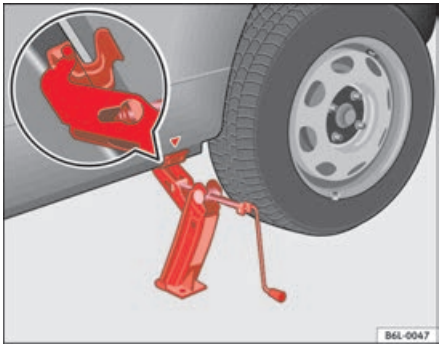

Fig. 144 Fitting the jack
– Align the jack so that the arm of the jack fits around the rib under the door sill and the movable base plate of the jack is flat on the ground ⇒ fig. 144.